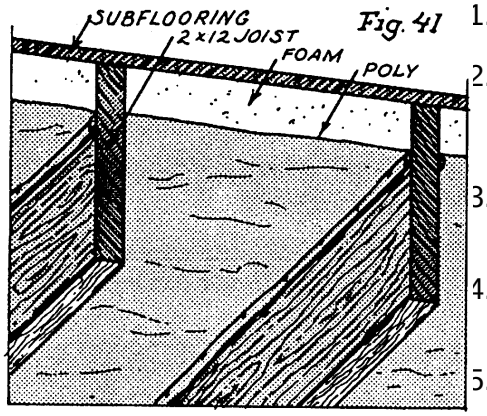

Fig. 41
2. Based on the thickness of foam needed to attain the desired R value, staple poly to the sides of the joists the necessary distance below the floor boards (Fig. 41).